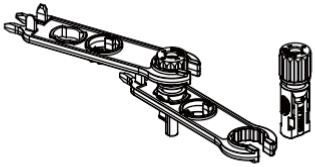

Fig. 3.5 Connecteur avec écrou borgne vissé
c) Insérez la broche de contact dans la partie supérieure du connecteur et vissez l'écrou borgne sur la partie supérieure du connecteur. (comme illustré à la figure 3.5).